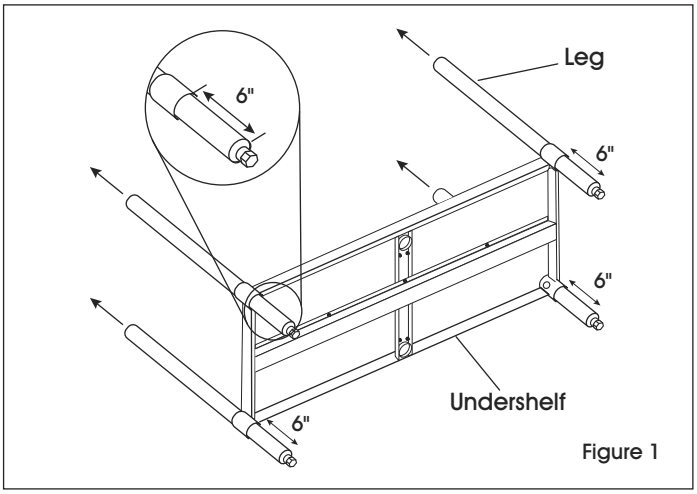

Figure 1
1. With the undershelf on its side, push the legs through the collars. (See Figure 1)